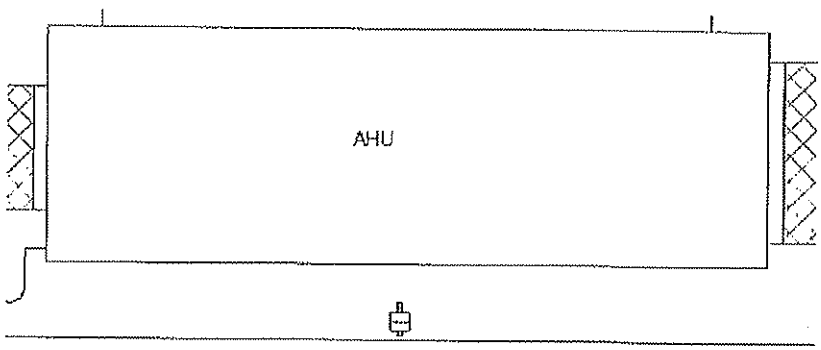

Figure 15–31
4. Place the detail component in the drain plan at the center of the AHU as shown in Figure 15–31.